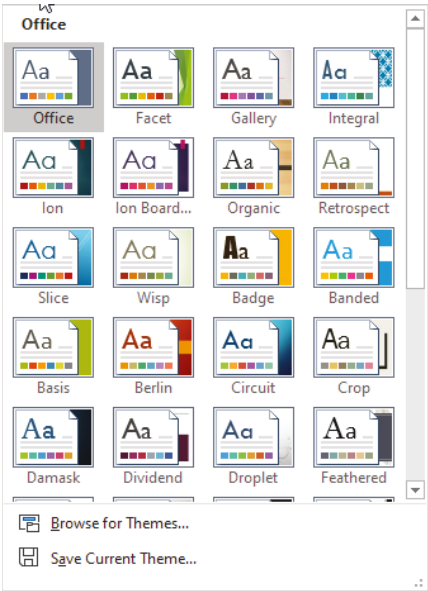

Figure 1.36: Excel's theme gallery
- **Foreground color:** Don't include too many colors in your chart elements. Use color for a specific purpose, like to call attention to an important data point. Excel's color pallet, shown in Figure 1.35, makes it easy to keep your colors consistent by offering different levels of light and dark. Excel's theme gallery, shown in Figure 1.36, provides different pallets of colors that are complementary.